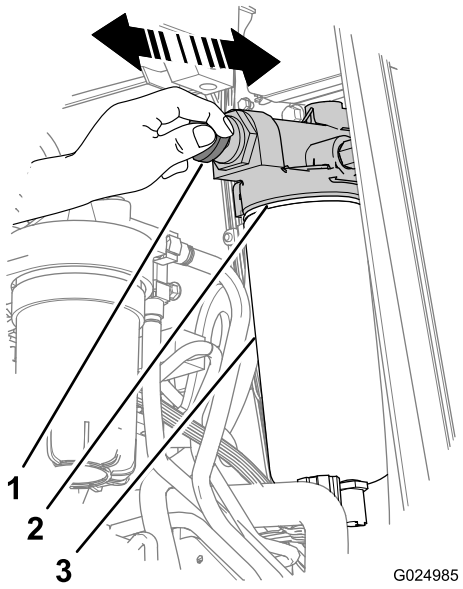

Rysunek 75
3. Wyczyść głowicę pompy paliwa i pompę do napełniania za pomocą szybkoschnącego środka czyszczącego w aerozolu i sprężonego powietrza (Rysunek 75).
4. Odblokuj uchwyt pompy do napełniania, obracając go **w lewo** (Rysunek 75).
5. Pompuj za pomocą uchwytu (Rysunek 75), aż poczujesz opór i nie będziesz już mógł poruszyć uchwytem (około 140 do 150 ruchów w przypadku suchych filtrów i 20 do 60 ruchów w przypadku wstępnie napełnionych filtrów).
6. Zablokuj uchwyt ręcznej pompy do napełniania, obracając go w prawo aż do pełnego osadzenia (Rysunek 75).